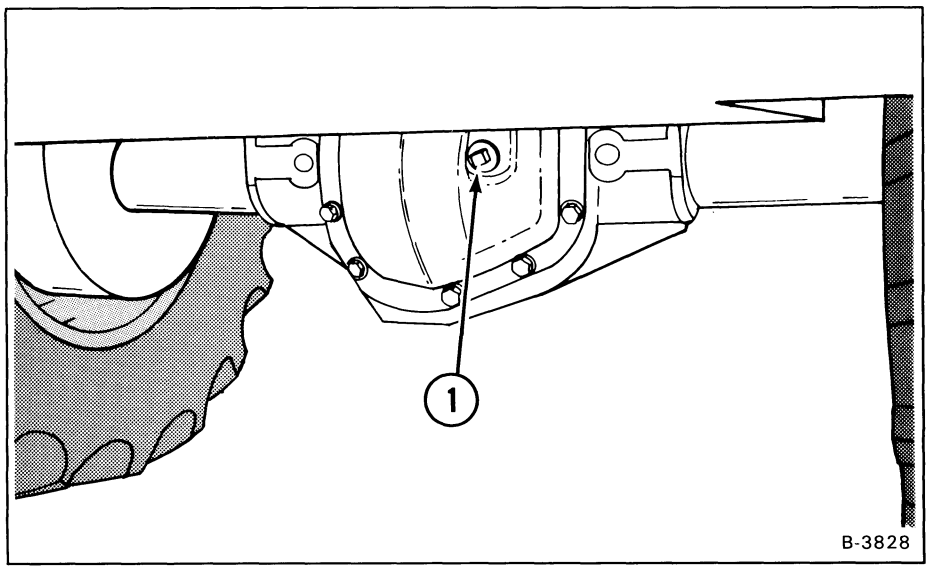

Fig. 1—40 Rear Axle Check Plug
(1) Put the Bobcat Forklift on a level surface, lower the vertical mast and stop the engine.
(2) Remove the check plug on the covers of the axles (Fig. 1—39, Item 1 and Fig. 1—40, Item 1).